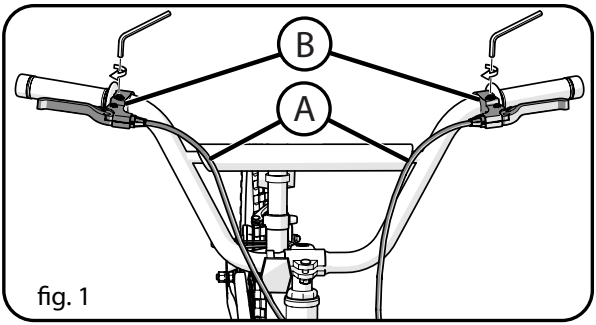

fig. 1
- Drehen Sie die Bremshebel Ⓑ in eine komfortable Fahrposition und ziehen Sie sie fest an. (**fig. 1**).